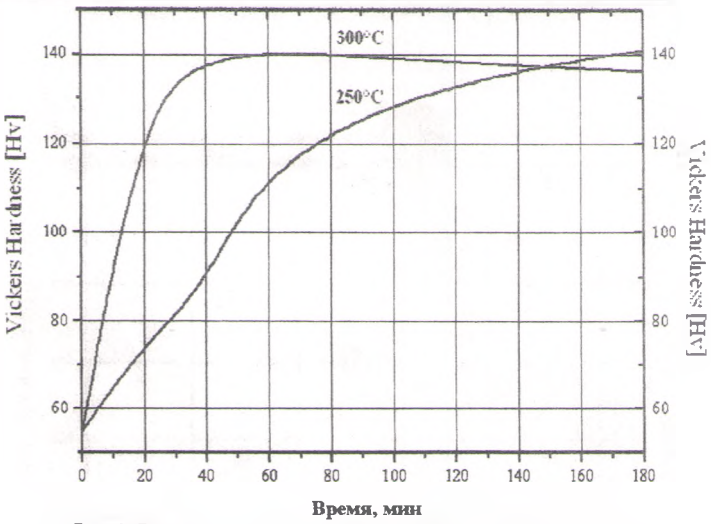

Рис. 1. Зависимость твердости сплава от времени и температуры
2) Дисперсионное твердение (рекомендуется предварительный гомогенизирующий отжиг (см. выше). Поместите изделия в печь при 250-300 °C на 1–3 часа, затем закалите в воде. Необходимо правильно выбрать технологический этап для проведения данной обработки, принимая во внимание, что любой последующий нагрев (например, пайка) снижает эффект твердения. Таблица 3 и рисунок 1 иллюстрируют зависимость твердости сплава от времени и температуры обработки.